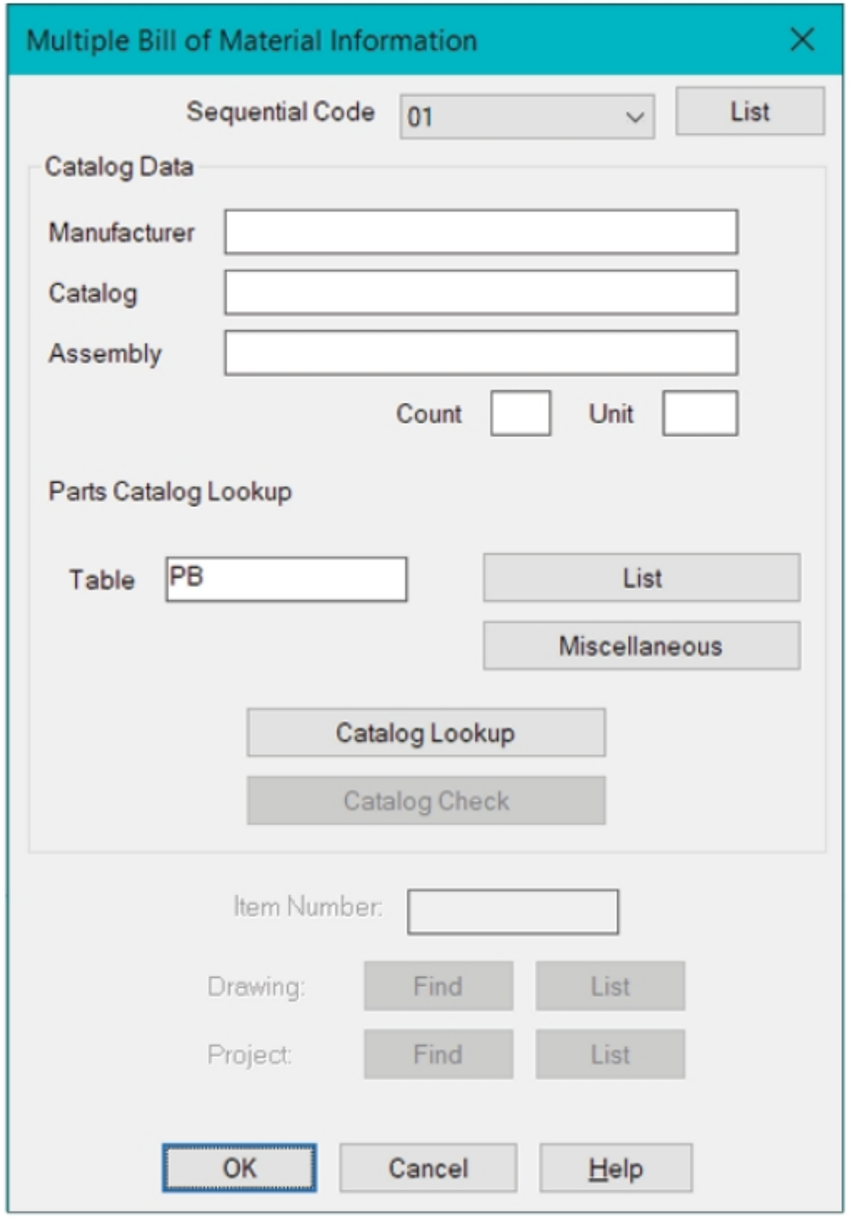

Figure-17. Multiple Bill of Material Information dialog box
- You can use multiple catalog for a component to display alternates for the component. To do so, click on the **Multiple Catalog** button from the **Insert/Edit Component** dialog box. The **Multiple Bill of Material Information** dialog box will be displayed; refer to Figure-17.